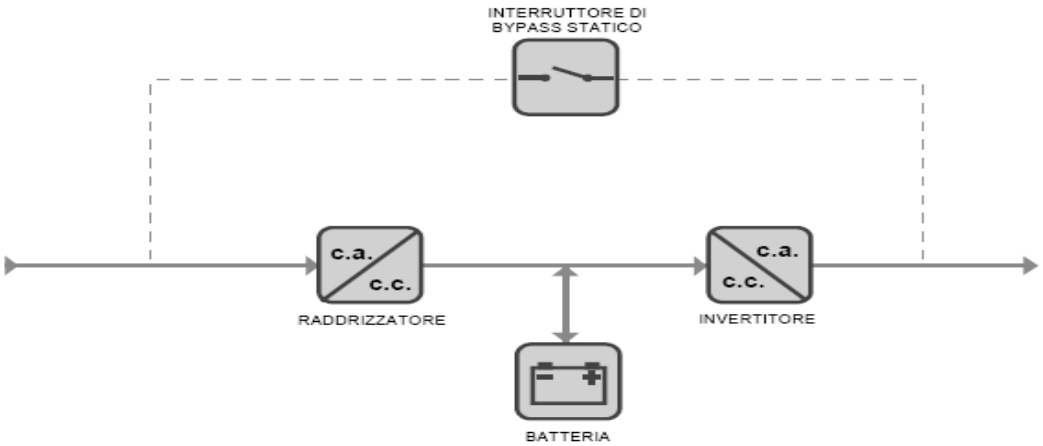

Fig.8
c) *L'UPS on-line a doppia conversione* è il più diffuso per potenze elevate. Nello schema a doppia conversione (Fig.8) , il percorso primario (simile allo Standby) dell'alimentazione è costituito dall'invertitore anziché dalla linea principale CA .